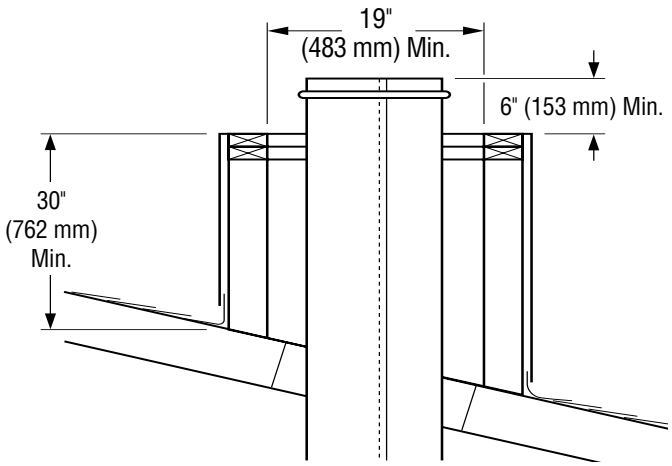

Figure 25 - Constructing Chase
1. Construct chase as illustrated in ***Figure 25***. ***NOTE:*** *The shortest vertical side must be at least 30" high and the minimum inside dimension must be at least 19" as shown in **Figure 25***.
2. Add pipe sections to chimney system as outlined in fireplace installation instructions until the last piece of chimney is a minimum of 6" above chase top *(see **Figure 25**)*.